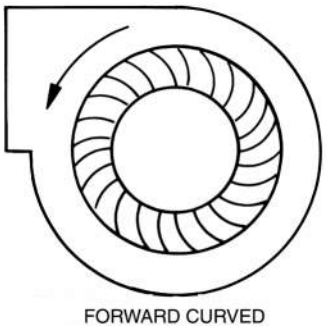

Fig. 79 — Fan Wheel Rotation
1. Check direction of rotation (see Fig. 79). Arrow on drive side of fan housing indicates correct direction of rotation.